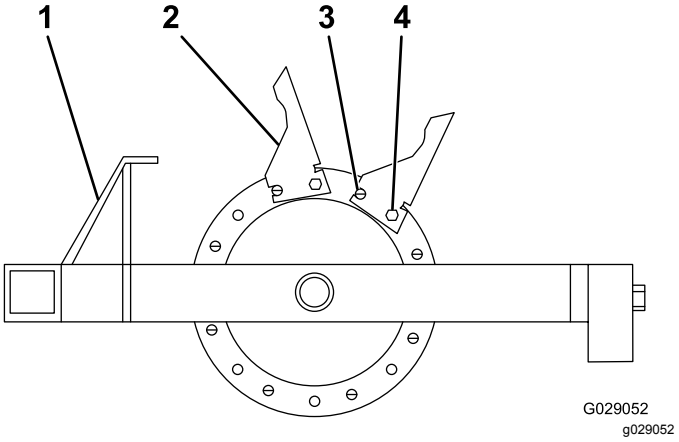

Рисунок 20
1. Начиная с наружного литого колеса, установите зубья, как показано на Рисунок 20.
2. Установите все 8 зубьев на каждое литое колесо с помощью цилиндрических штифтов и болтов (½ дюйма x 1¾ дюйма) так, чтобы цилиндрический штифт находился впереди болта (Рисунок 20).